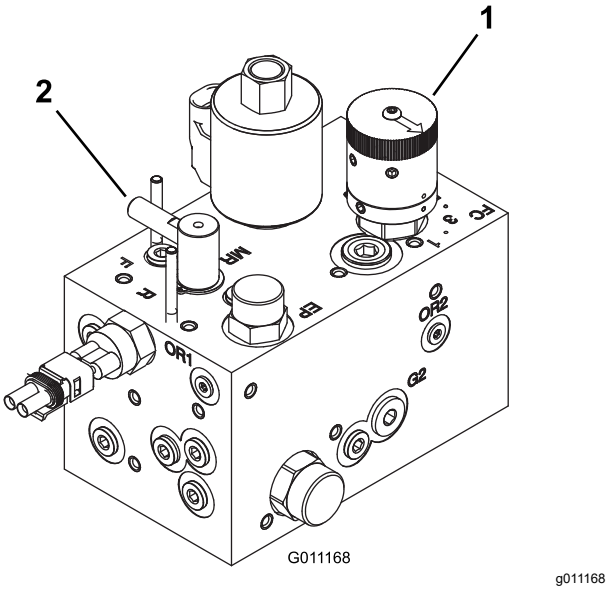

Figur 50
3. Drej hastighedsregulatorgrebet til knivcylinderhastigheden (Figur 50) til det knivcylindertal, du fandt i trin 1.